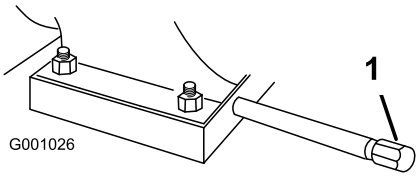

Figur 43
1. Rengør området omkring olieaftapningsdækslet (Figur 43).